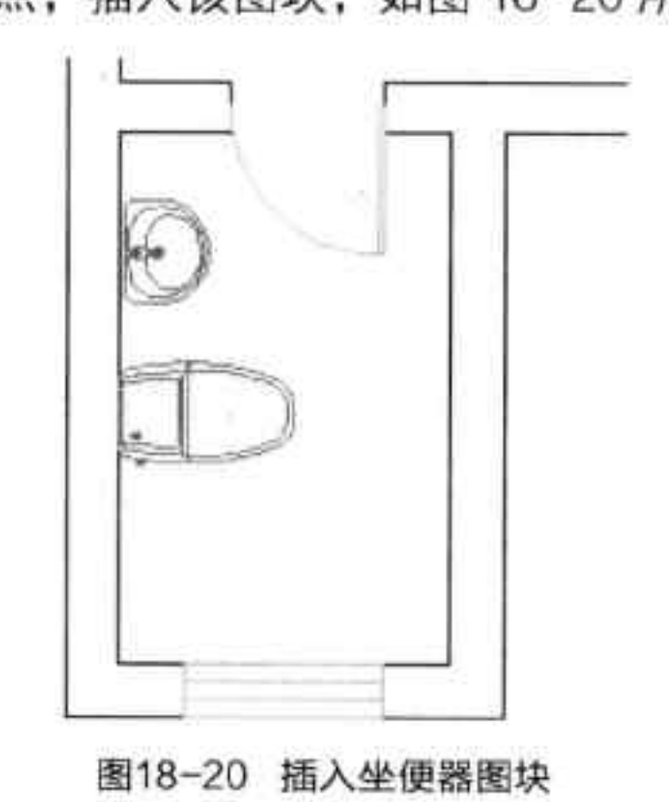

图18-20 插入坐便器图块
Step 20 在绘图区域中，指定好墙边线及坐便器插入基点，插入该图块，如图 18-20 所示。